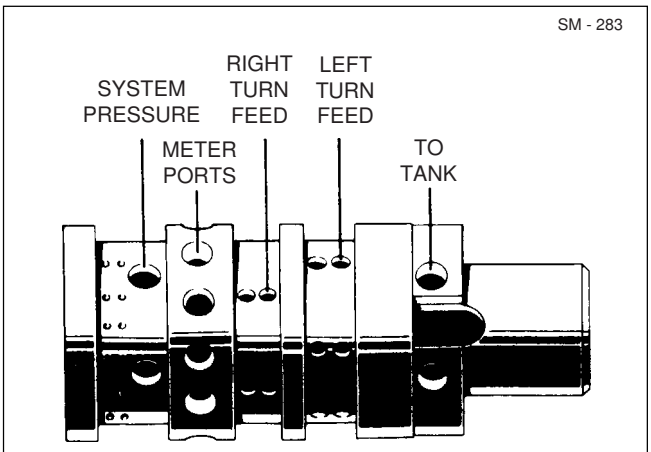

Fig. 3 - Porting of Spool and Sleeve
Spool (16) contains porting matched to sleeve (8) and rotates within sleeve (8) to provide directional control of the oil. See Fig. 3.